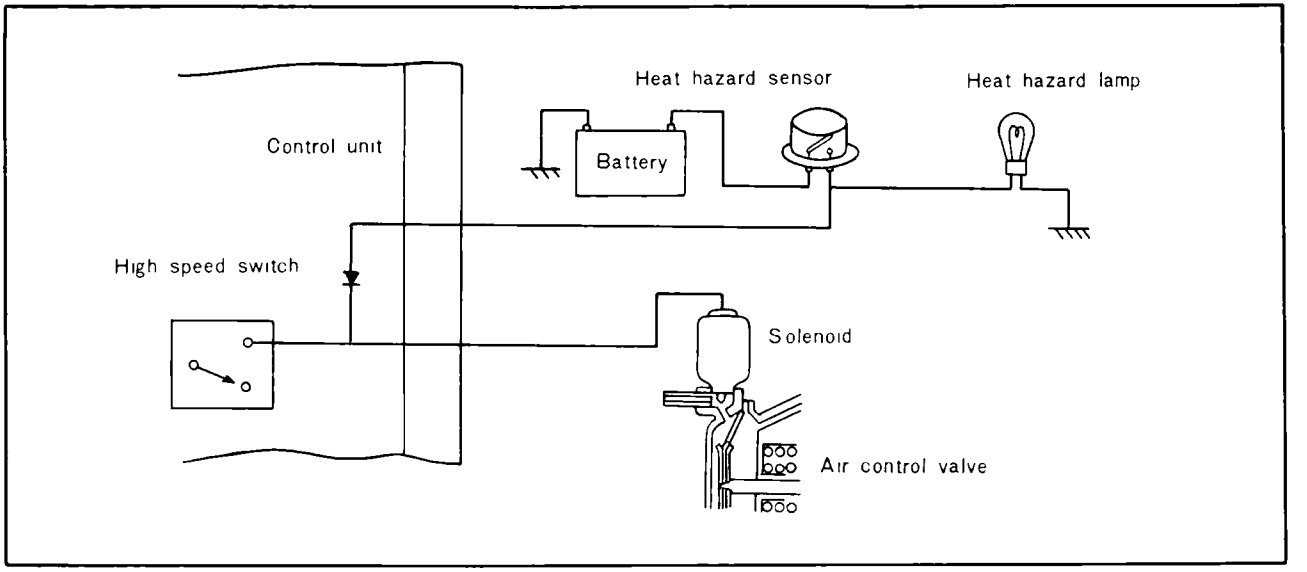

Fig. 1A–67 Checking heat hazard warning system
2. Disconnect the air control valve lead and connect the test light as shown in Fig. 1A–69.